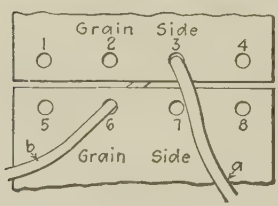

FIG. 259.
4. Select a lace, a trifle longer than is required, that will pull fairly easy through the holes. Butt the ends of the belt together with edges flush. Put lace up through holes 3 and 6 from the *flesh* side (see Fig. 259) pulling ends of lace even. Put lace *a* down through 7, up through 4 (and pull tight, using the pliers if necessary), down through 8, up through 4 once more, down through 8 again, up through 3, down through 7, up through 2. Punch a hole $\frac{1}{2}$ in. back of hole 2 and pull the lace through this hole. Cut off lace, leaving tab end of about $\frac{3}{8}$ in. Cut lace nearly half through at the surface of the belt and twist tab end one-half turn, thereby fastening it.